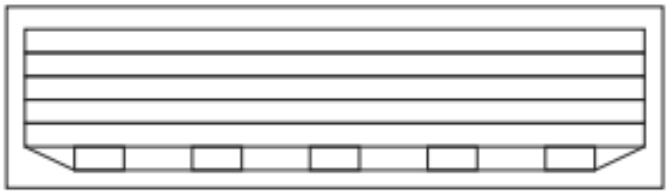

Рис. 1. Вид упаковки панелей в пакет.
1.1. Заводская упаковка. Сэндвич-панели укладываются в стопки, максимальный размер которых по высоте равен 1100 мм. Стопка панелей упаковывается в пакет полиэтиленовой термоусадочной и стрейч пленкой вместе с прокладками из пенополистирола на нижних панелях и пластинами гофрокартона и изолона на верхних панелях (рис. 1).